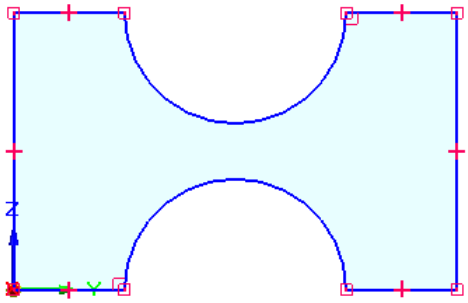

***Figure 2-58*** *Final sketch of the model*
19. Click to define the endpoint of this line when the endpoint relationship handle is displayed. The final sketch of the model is shown in Figure 2-58.